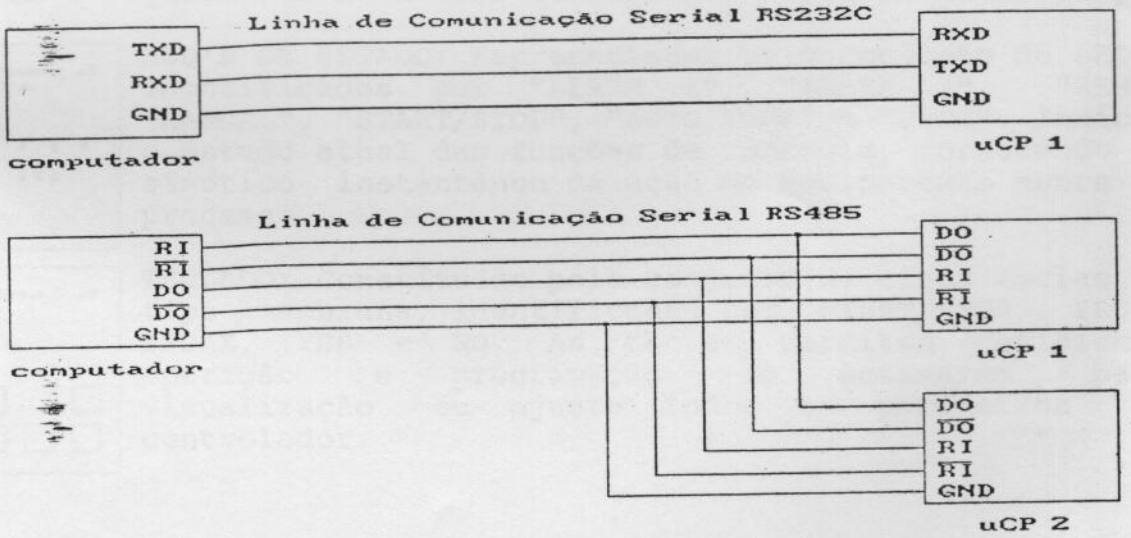

Figura 2.5
A Figura 2.5 procura esclarecer a forma de ligação dos controladores **uCP** (tributários) ao computador supervisório (host). Demais informações sobre a utilização da Comunicação Serial devem ser buscadas no item 8.